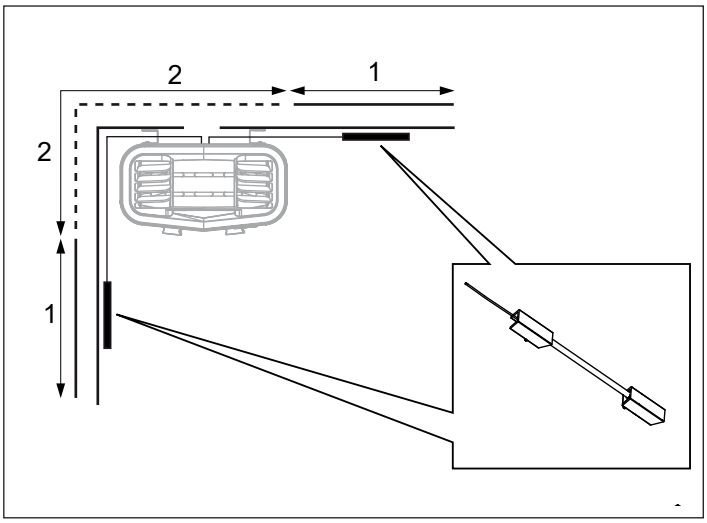

Afbeelding 11: Plaatsing van temperatuursensor
7. Voor plaatsing van temperatuursensorhouder op muur (zie afbeelding 11). Kies indien mogelijk positie 1. Positie 2 verlaagt de temperatuur van de sauna.